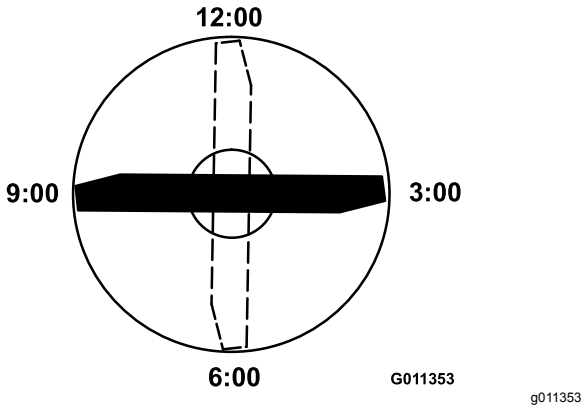

Figur 71
3. Placera den markerade ändens skäregg i läget klockan 12 (rakt framåt i klippriktningen) och mät höjden från bordet till knivens skäregg (Figur 71).
4. Vrid knivens markerade ände till lägena klockan 3 och klockan 9 och mät höjderna (Figur 71).